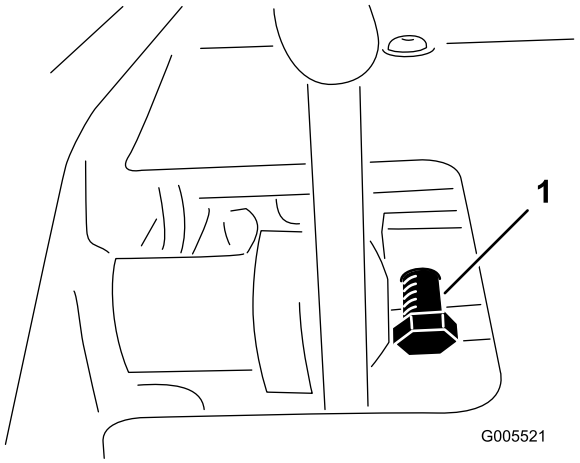

Figur 54
1. Lossa kontramuttern på pedalens låsskruv (Figur 54).